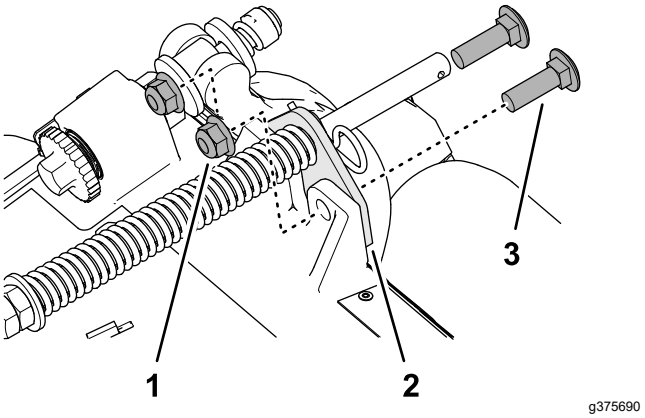

Figur 11
2. Ta bort de två flänslåsmuttrarna (⅜ tum) och de två vagnsskruvarna (⅜ x 1 ¼ tum) som håller fast gräsutjämningsfästet på klippenhetens ram (Figur 11).